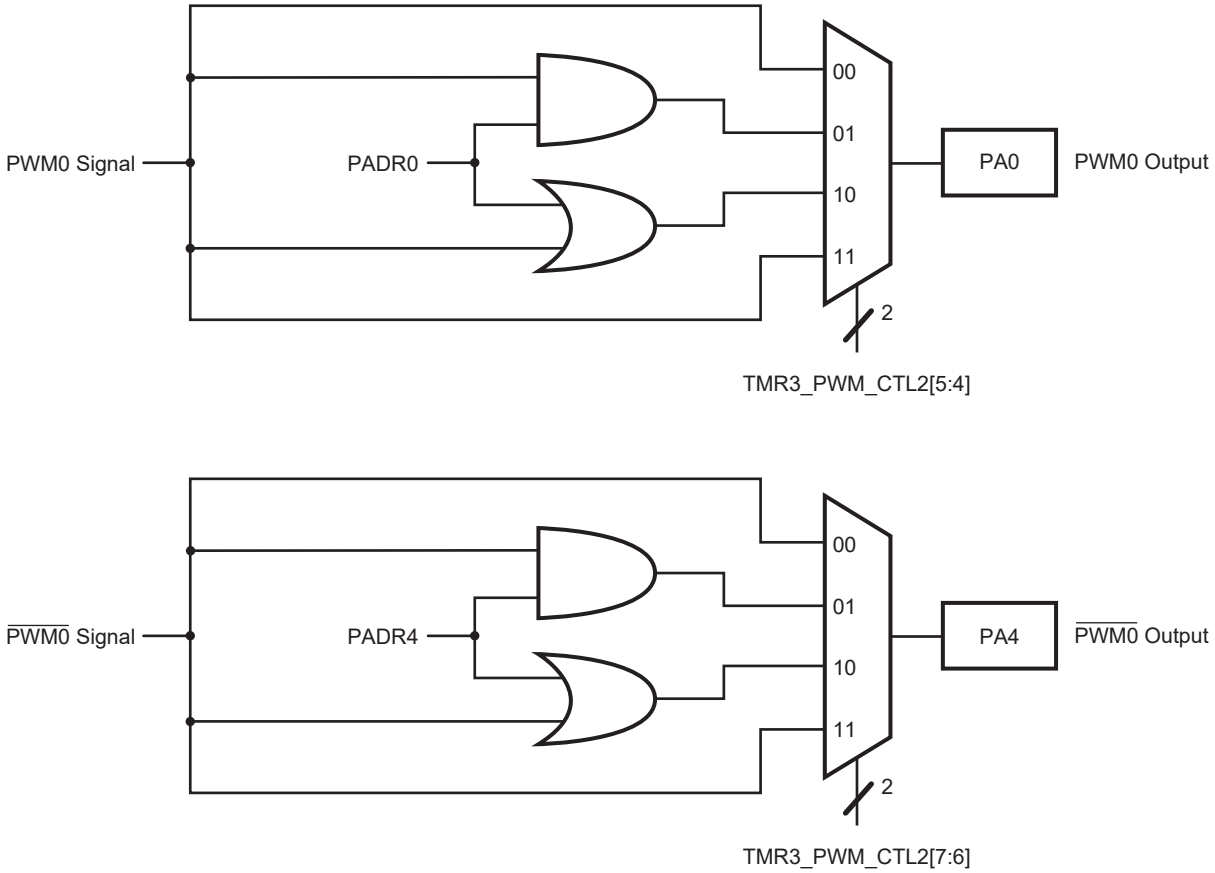

Figure 33. PWM AND/OR Gating Functional Diagram
The AND or OR functions are enabled on all PWM outputs by setting TMR3_PWM_CTL2[AO_EN] to either a `01b` (AND) or `10b` (OR). Any other value disables this feature. Likewise, the AND or OR functions are enabled on all $\overline{\text{PWM}}$ outputs by setting TMR3_PWM_CTL2[AON_EN] to either a `01b` (AND) or `10b` (OR). Any other value disables this feature. A functional block diagram for the AND/OR gating feature for PWM0 and $\overline{\text{PWM0}}$ is displayed in Figure 33 on page 150. The functionality for the other three PWM pairs are identical.